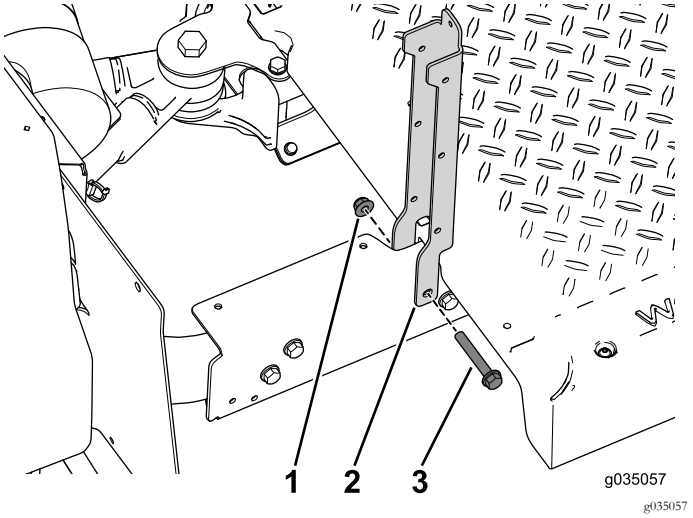

Figure 38
2. Servez-vous des 2 boulons (3/8" x 2½") et écrous à embase pour fixer les supports de siège sur la section arrière de la machine (Figure 38).